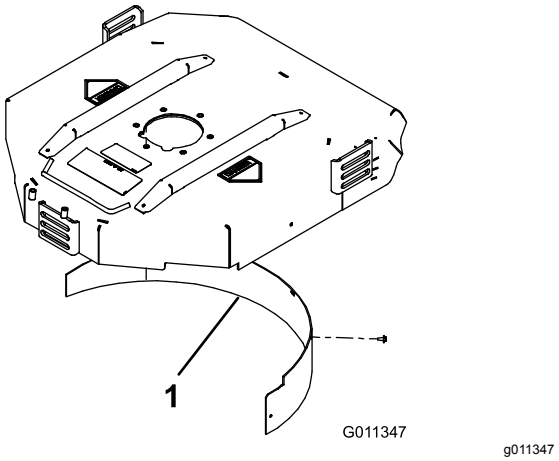

Figur 8
2. Monter kvernskjermen i den bakre åpningen, og fest med fem flenshodebolter (Figur 8).